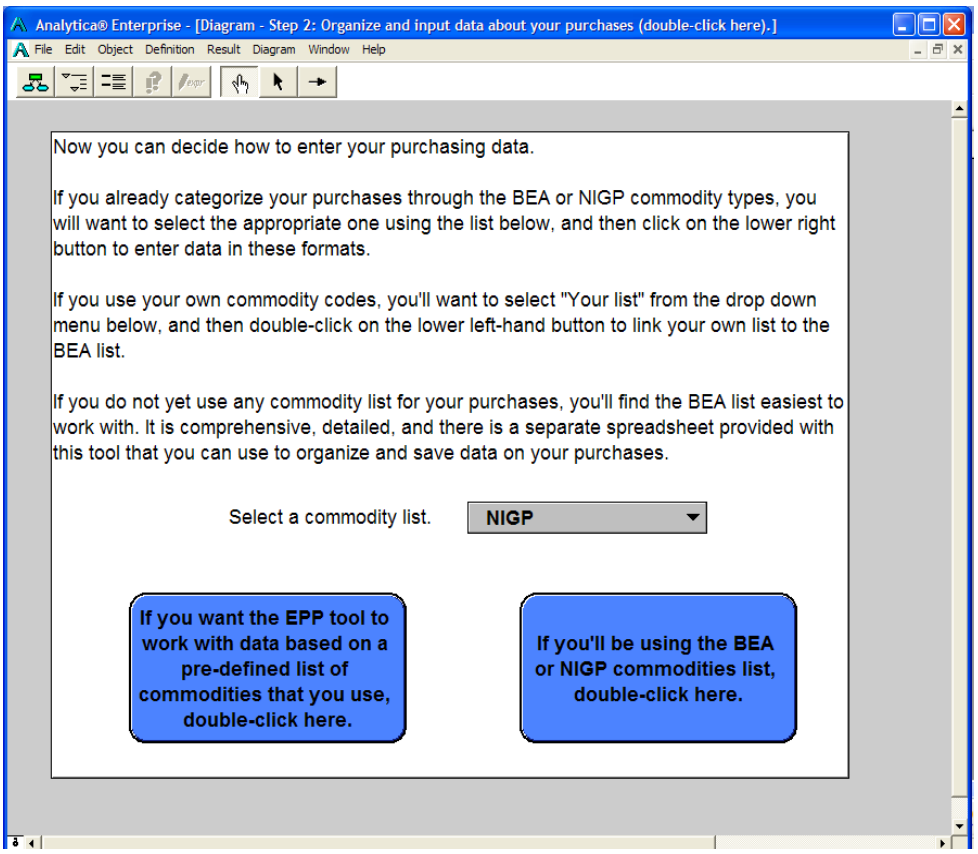
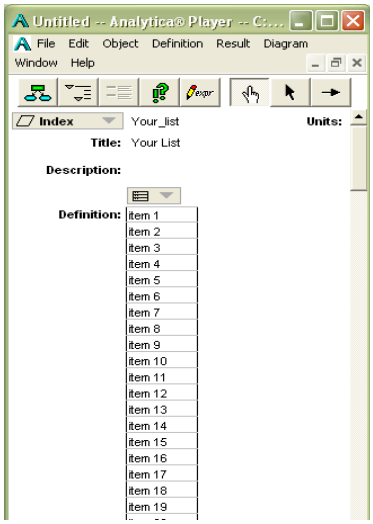

Figure 2: This screen is a gateway to use your own commodities list (left button) or the NIGP or BEA list (right button).
Figure 7: Paste your commodities list into this list. You will match them to the BEA commodities in the next step.
2) Entering your list of purchasing categories, or commodities, and entering the data. Your list of commodities may come from your purchasing software. The EPP Assistant may already have your organization's commodity list. The EPP Assistant comes with the ability to store and work with three different commodity lists. These are the BEA[1] standard list of commodities, the NIGP[2] standard list of commodities, and a third list that allows you to link your organization's commodity list to the BEA list. To edit and work with the lists of commodities, double-click on the button labeled "Step 2" near the top of the main window. You will see the window displayed in Figure 2.
3) Using your own commodity list. To use your own commodity list, you must first link it to the BEA list. Start by double-clicking on the button labeled, "If you want the EPP . . ." (see Figure 2). You will see a screen as shown in Figure 3-6. Select the "List" button labeled "Your list." Figure 7 shows the list that will appear. Paste your commodity list into this list.
Note: Unless you have a purchased version of Analytica, when you close out of Analytica, the data you have entered will not be saved. To save time in future analysis, right click on this table and select "copy table." Paste the spreadsheet into an Excel workbook and save the workbook. You will later be able to copy and paste your commodities list from column A in the workbook into the commodities list shown in Figure 7, and the matches from the rest of the workbook into the BEA linking table (Figure 8). IMPORTANT: Per session, be sure to complete all copy and paste procedures from Excel before doing any from within the model. If you first copy and paste data from within the EPP model (e.g. the zeros from the Zeros Table into the Edit Table), you will no longer be able to copy and paste from Excel in that session.